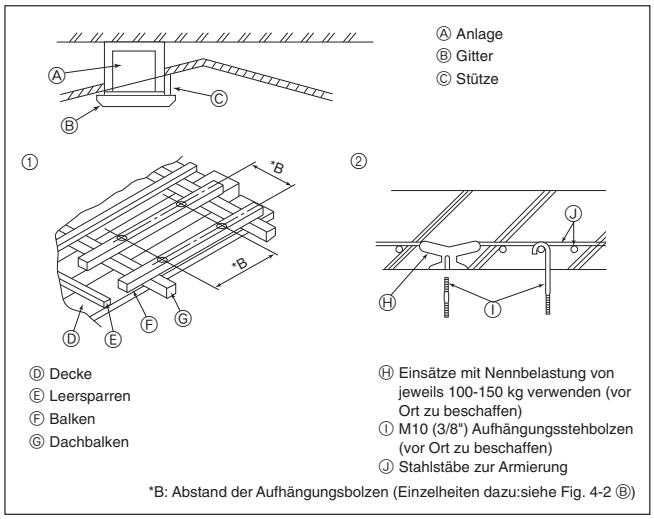

Fig. 4-4
4.4. Bauliche Gestaltung der Aufhängung (Baustruktur der Aufhängung muß hoch belastbar sein) (Fig. 4-4)